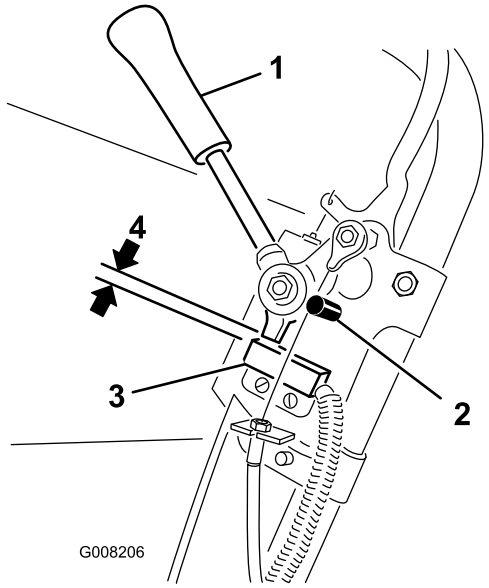

Figur 26
1. Se till att motorn är avstängd och att kördrivningsspaken är urkopplad och vilar mot neutralstoppet (Figur 26).
2. Lossa fästelementen på säkerhetsströmbrytaren (Figur 26).
3. Placera ett 0,8 mm tjockt mellanlägg mellan hjuldrivningsspaken och säkerhetsbrytaren (Figur 26).